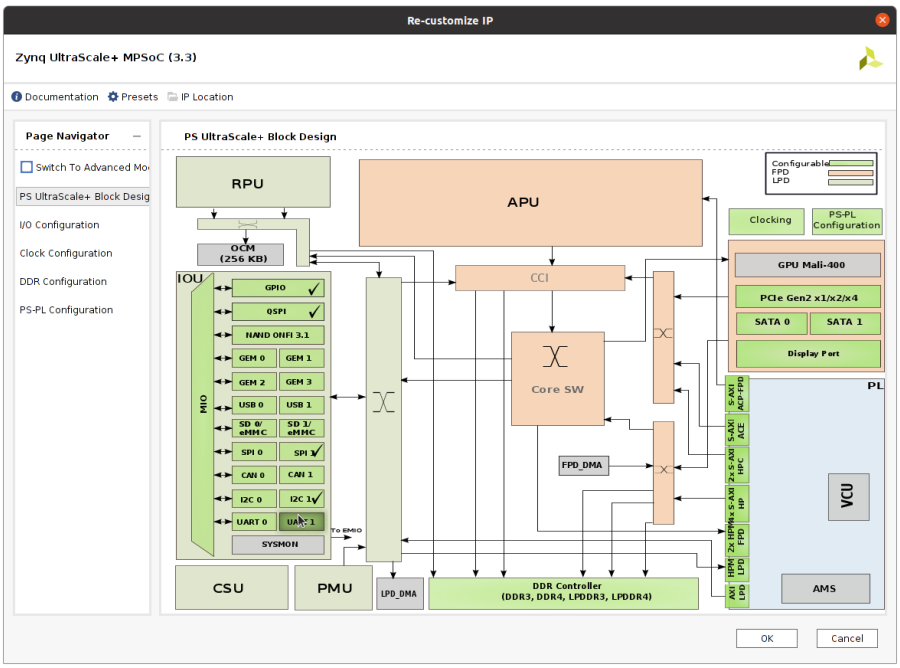

Figure 2: Re-customize IP
6. Double click on **Zynq Utrascale+ MPSoC** IP. Then click on the **UART1** block from the **PS Ultrascale+ Block Design**. Refer figure 2.